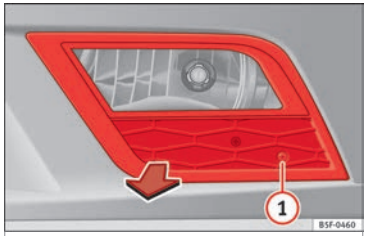

Fig. 110 Faro antiniebla.
– Retire el tornillo ››› fig. 110 (1) de la reja del faro antiniebla, precisando para ello un destornillador. »